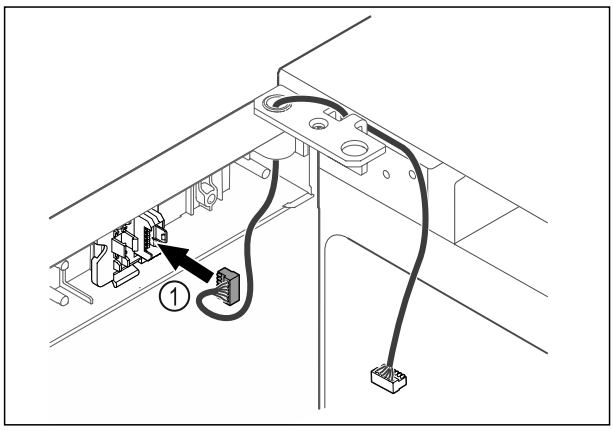

Fig. 42
▶ Insérer le connecteur *Fig. 42 (1)* dans le support.